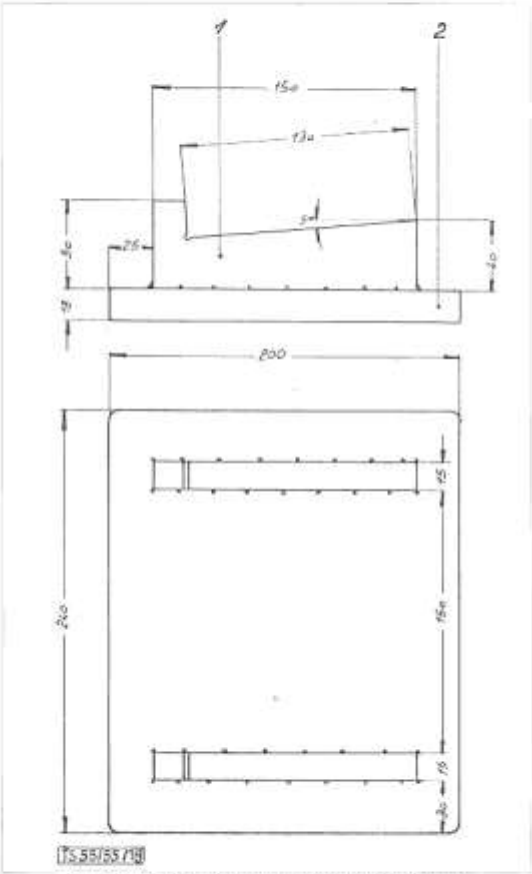

Bild 18: **Zylinderkopf-Auflagevorrichtung**
Ventilführungen mit Dorn auf einer Unterlage (Bild 18) mit einer Presse herauspressen.
Beim Aus- und Einpressen sowie beim Kugeln der Ventilführungen unbedingt eine entsprechende Unterlage verwenden (Bild 18), damit der Druck vollkommen senkrecht erfolgt.
1. Zylinderkopf in die Aufnahmeunterlage (Bild 18) legen und unter die Presse stellen.